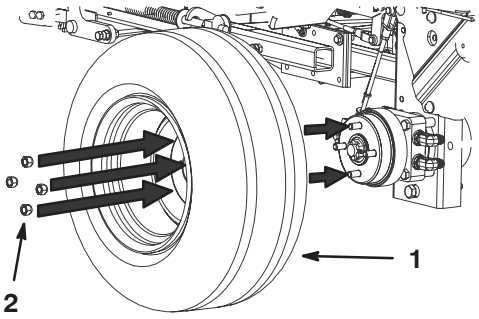

Figure 9
1. Mount the wheels with the valve stem to the outside and secure them with the nuts previously removed (Fig. 9).